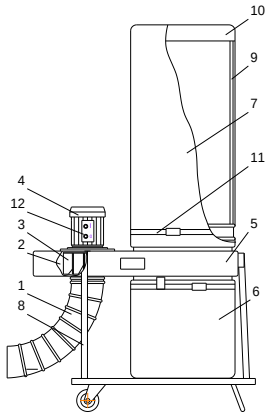

Рис. 5
5.2 Воздушный поток (см. рис.5) по воздуховоду 1 поступает в центральную часть улитки 2, где вращающееся рабочее колесо 3 приводимое в действие электродвигателем 4, ускоряет поток и вводит его в корпус 5.
6.2.3 Собрать установку (рис.5).